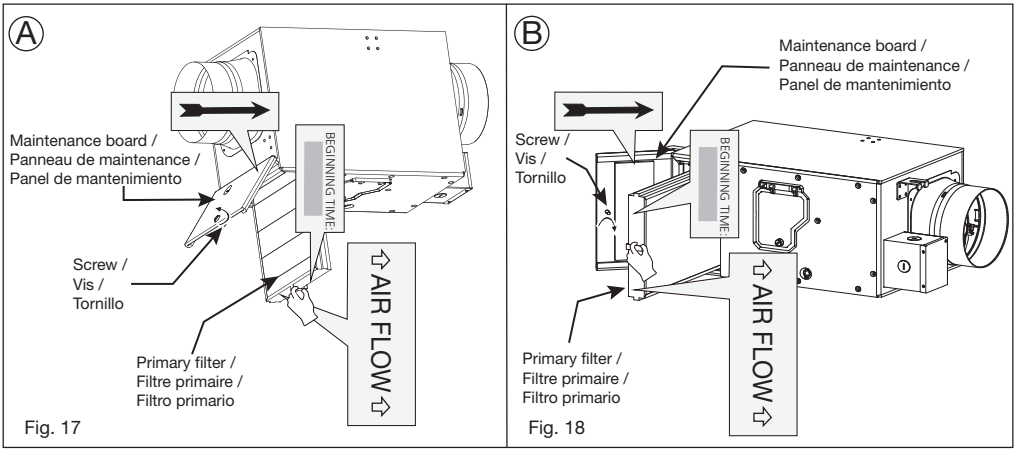

Fig. 17 Fig. 18
5. Pull out the Primary Filter and clean it with a vacuum cleaner. Replace it every 6 months (Fig. 17 and Fig. 18).
6. Install back the filters and close the maintenance board by turning the hand screw clockwise. Please make sure that the arrow direction on primary filter is the same as the “Air flow” mark on name plate (Fig. 17 and Fig. 18).
5. Retirez le filtre primaire, nettoyez-le avec un aspirateur. Remplacez-le tous les 6 mois (Fig. 17 et Fig. 18).
6. Reinstallez les filtres et vissez à la main le panneau de maintenance. Assurez-vous que le sens de la flèche sur le filtre primaire soit la même que sur le repère « Débit d’air » sur la plaque signalétique (Fig. 17 et Fig. 18).
5. Retire el filtro primario y límpielo con una aspiradora. Reemplace el filtro cada 6 meses (Fig. 17 y Fig. 18).
6. Vuelva a instalar los filtros y cierre el panel de mantenimiento, girando el tornillo manual en sentido de las manecillas del reloj. Asegúrese de que la dirección de la flecha en el filtro primario sea la misma que la marca “Flujo de aire” en la placa de identificación (Fig. 17 y Fig. 18).